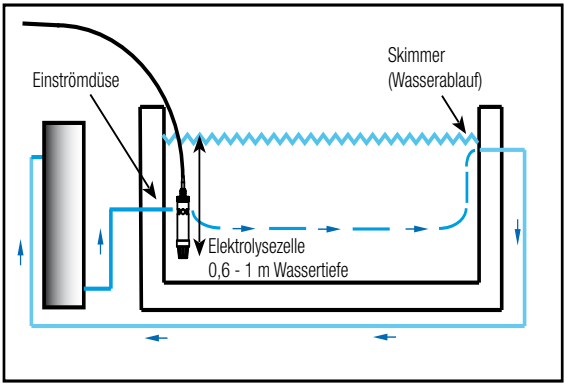

Abb. 7: Elektrolysezelle installieren
1. Befestigen Sie die Elektrolysezelle in der Nähe der Einströmdüse und gegenüber vom Bodenablauf oder Skimmer in einer Wassertiefe von ca. 0,6 bis 1 m (siehe Abb. 7).